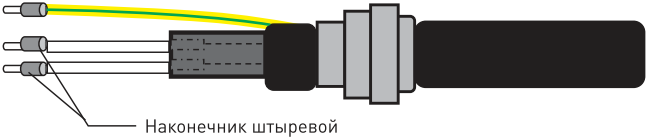

Рисунок 9
5.6. На токопроводящие жилы надеть и обжать наконечники штыревые (рисунок 9).